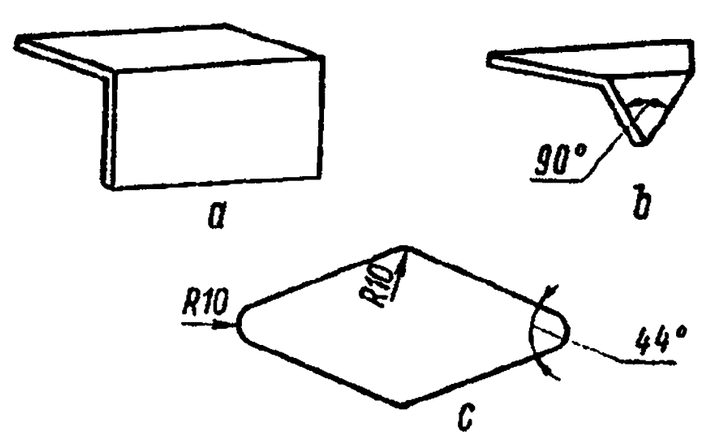

Рис. 368. Виды усилительных накладок
10. Применяйте прямоугольные (рис. 368, a), треугольные (рис. 368, b) и ромбовидные (рис. 368, c) по форме накладки.